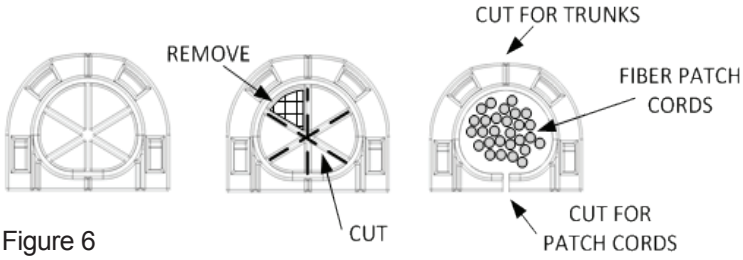

Figure 6
3) Using a sharp-edged tool, cut the appropriate opening in using the scored marking lines as shown in Figure 6